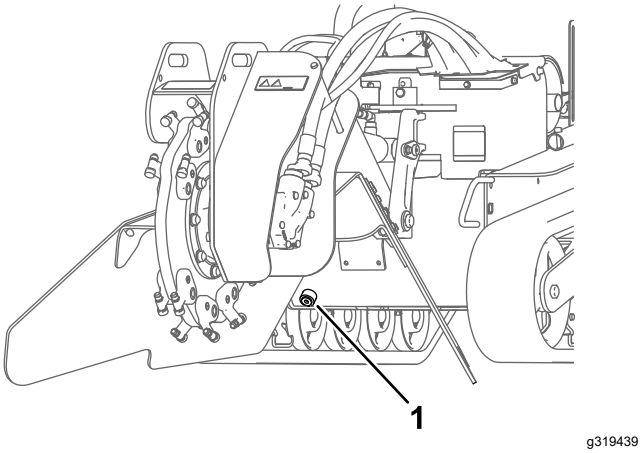

**Figuur 59**
7. Verwijder de aftapplug van de hydraulische tank zodat de olie in de opvangbak kan lopen (Figuur 59).